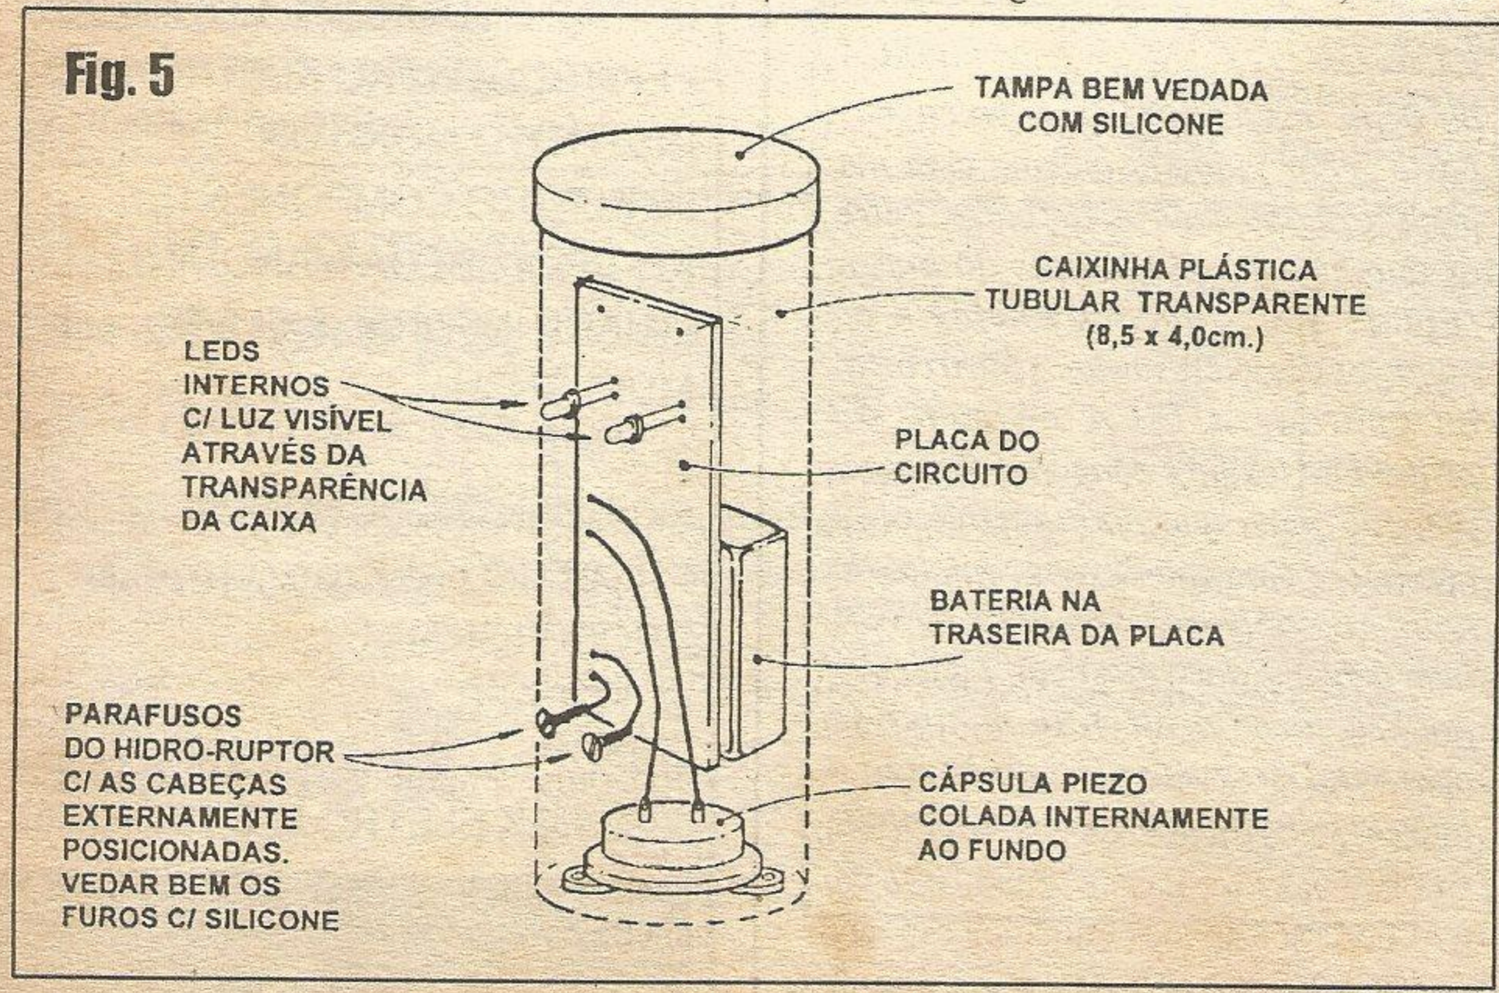

Fig. 5
**- FIG. 5 - ACOMODAÇÃO GERAL DAS PARTES NA CAIXA - ACABAMENTO BÁSICO DA *ISCA*** - Se adotado o *container* plástico transparente tubular (conforme recomendado...), as sugestões de acomodação e acabamento mostradas nos parecem as mais lógicas: a plaquinha deve ser internamente posicionada ao longo do cilindro, ficando a bateria atrás do impresso (eventualmente *grudada* a ele, por um pedaço de fita adesiva *double-face*...), com cuidado para que o corpo metálico da dita cuja não coloque em *curto* pistas e ilhas cobreadas da traseira da placa... Na base (parte interna, obviamente...) da embalagem cilíndrica deve ser cuidadosamente colada a cápsula piezo, com sua parte vibrátil fazendo contato direto ou próximo com o fundo da caixa (isso permitirá uma boa ressonância, fazendo com que o som gerado *passe* para o meio circundante - a água - mais facilmente...). Os dois parafusos sensores do hidro-ruptor devem passar por furos (tão *justos* quanto possível) feitos na lateral do cilindro, de modo que guardem entre si uma distância de 1 a 2 cm., ficando apenas as respectivas *cabeças* para fora do *container*... Estes acessos **exigem** rigorosa vedação com a pasta de silicone, para que *não haja como* a água penetrar no interior da embalagem...! Os LEDs, ficam - certamente - *lá dentro* (a caixa transparente permite isso...), e **não** com as cabeças passando por furos, como seria convencional, dispostos como se fossem os *olhos* da **ISCA**... O conjunto deve ser **bem** vedado, apertando-se a tampa (ou rosqueando-se a dita cuja, dependendo do sistema...) e acrescentando a pasta de silicone em toda a volta, de modo a garantir absoluta impermeabilidade para o interior da caixa... Também é recomendável que os espaços *sobrantes* no interior da caixa (menos *diretamente à frente dos LEDs*) seja preenchido com pedaços de espuma de *nylon* ou isopor, de modo que nada - lá dentro - fique *jogando* ou *balançando*...